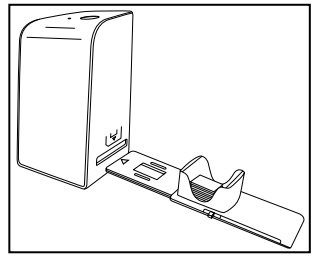

Figura 2
- Coloque las diapositivas del lado correcto en el alojamiento previsto del cargador de diapositivas ❻. Según el tamaño, pueden colocarse aprox. 10-12 diapositivas en el cargador de diapositivas.
- Introduzca el cargador de diapositivas ❻ con la mirilla primero en la ranura ❹ derecha. Al hacerlo, observe que la marca triangular esté hacia delante y sea visible (consulte la figura 2).